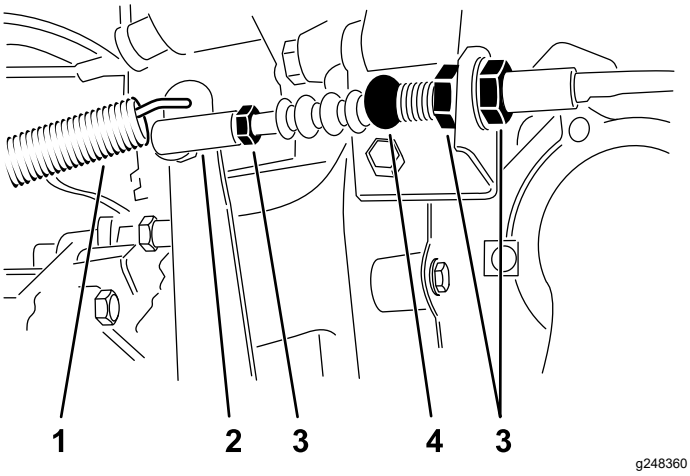

Figur 64
1. Lossa kontramuttrarna som håller kopplingsvajern vid fästet på balanshjulkåpan (Figur 64).